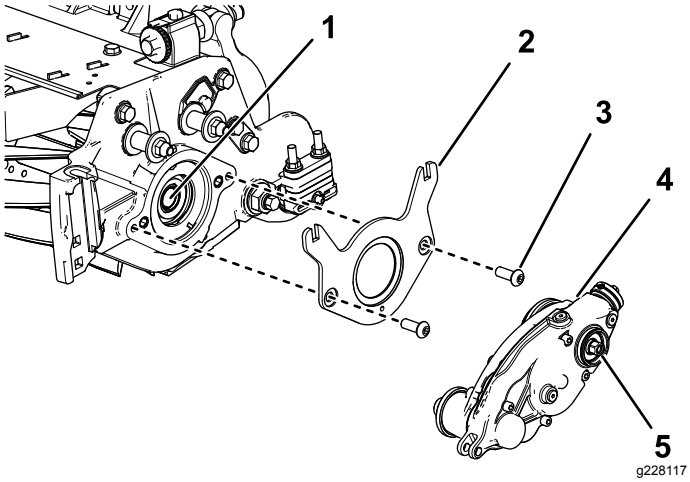

Figura 8
2. Fissate la staffa della zavorra al cilindro con 2 bulloni a testa tonda a esagono incassato (⅜" x ¾"), come illustrato nella Figura 8.
3. Applicate un composto frenafiletti a media resistenza (come Blue Loctite® 243) ai filetti dell'albero del cilindro interno (Figura 8).
4. Montate la scatola della trasmissione del groomer all'albero del cilindro (Figura 8) utilizzando la testa esagonale sulla scatola della trasmissione del groomer.